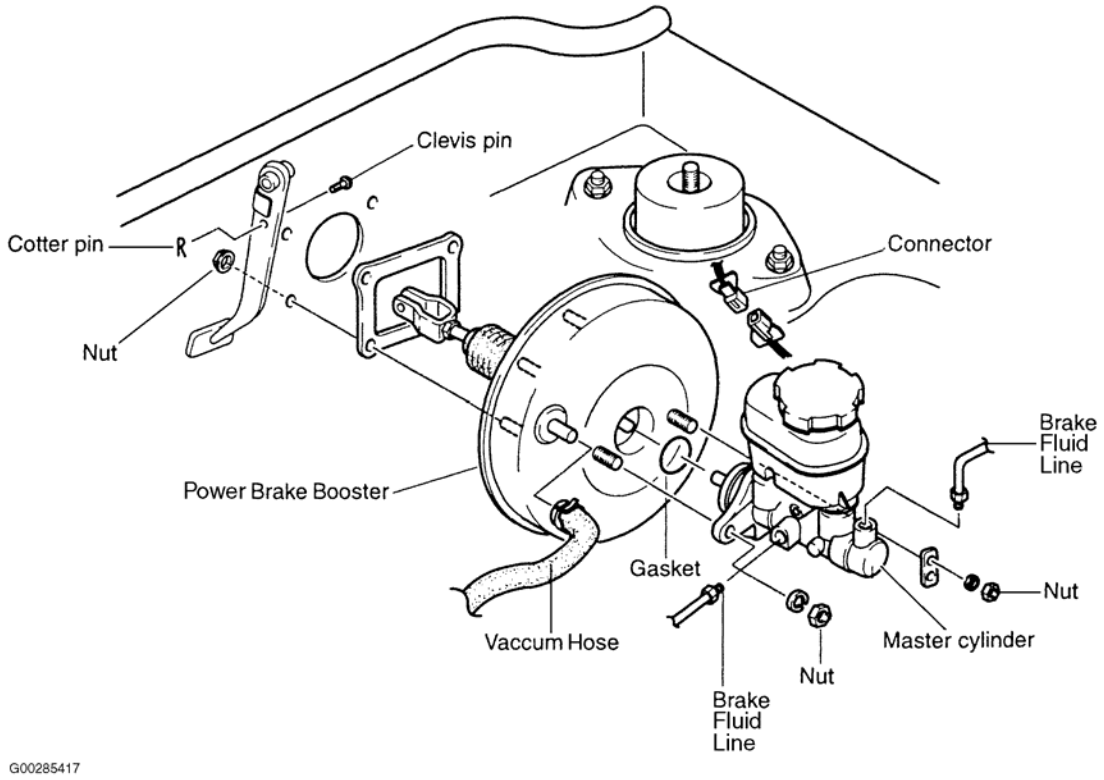

Fig. 9: Identificar Cilindro maestro y Componentes mejorador de frenos
3. Retirar 2 Cilindro maestro fijar tuercas y arandelas. Ver **Fig. 9** . Retire el cilindro maestro de los pernos de montaje de servofreno.
NOTA: **frenos de potencia extracción de refuerzo y la información de instalación no está disponible desde el fabricante. Para identificar los componentes cilindro principal y de refuerzo de frenos de potencia, ver Fig. 9 . Ver ESPECIFICACIONES DE PAR .**